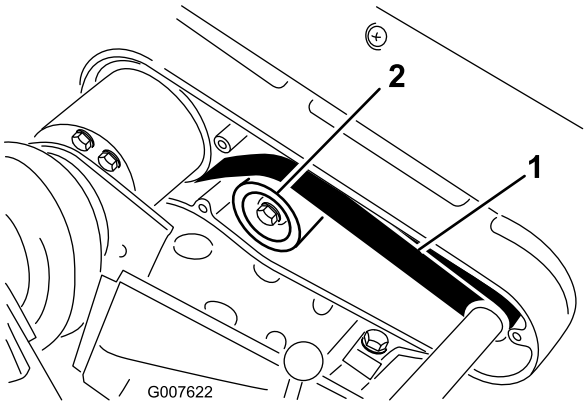

Figuur 38
2. Controleer de spanning door de riem midden tussen de poelies (Figuur 38) in te drukken met een kracht van 22 tot 26 N. De riem moet een speling van 6 mm hebben.
A. Maak de montagemoer van de spanpoelie los en draai de spanpoelie rechtsom tegen de achterzijde van de riem totdat de riem de vereiste spanning heeft (Figuur 38).